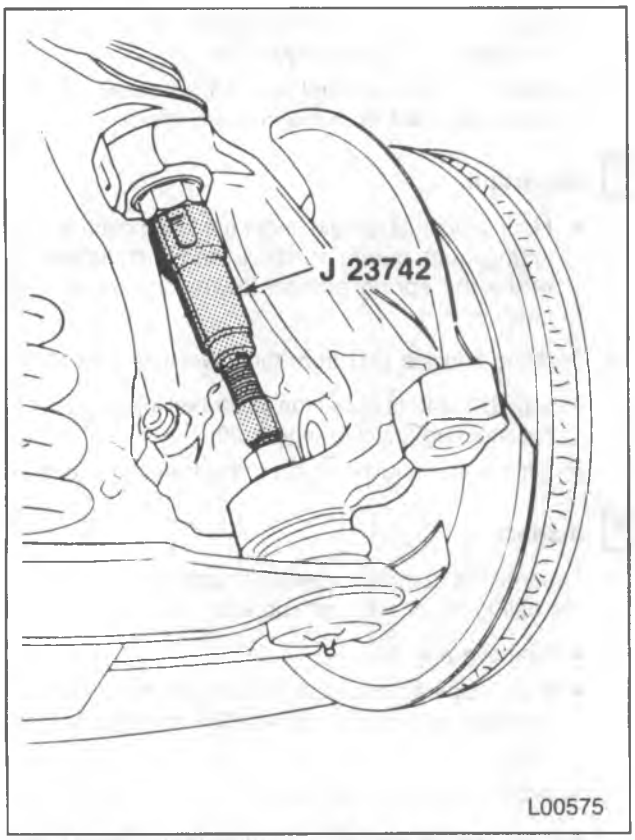

Figure 20—Disconnecting the Lower Ball Joint
9. Steering knuckle (31) from the lower ball joint (37).
- Use J 23742 to break the lower ball joint free from the steering knuckle (figure 20).